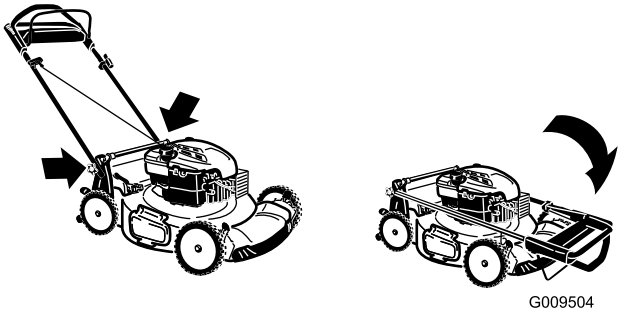

Figur 33
3. Fäll det övre handtaget framåt så som bilden visar Figur 33.